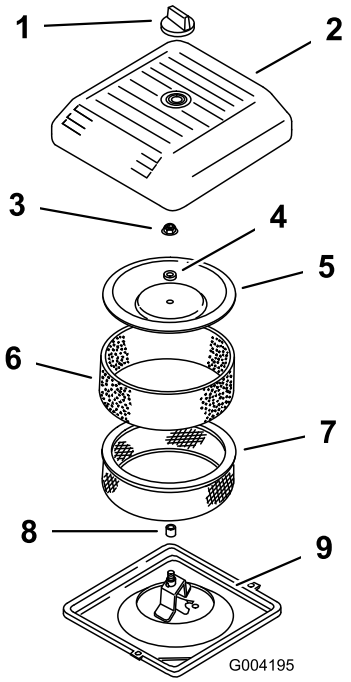

Figur 15
2. Skru løs knotten og ta luftrenserdekselet (Figur 15).
3. Skyv skumforfilteret forsiktig av papirelementet (Figur 15).
4. Skru opp dekselmutterne og fjern dekselet, avstandsstykket og papirelementet (Figur 15).
2. Plassert luftrenseren på luftrenserbasen (Figur 15).
3. Installer dekselet, avstandsstykket og fest det med dekselmutteren (Figur 15). Stram mutteren med et moment på 10,7 Nm.
4. Sett luftrenserdekslet på igjen, og fest med knotten (Figur 15).